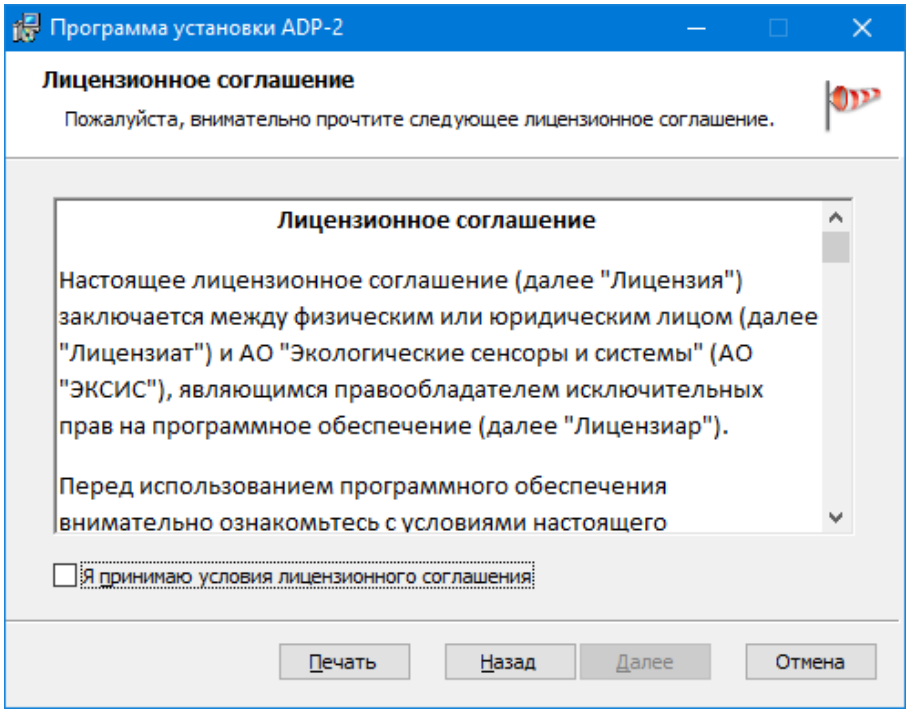

Рис. 2.3 – Лицензионное соглашение с пользователем ADP-2
2. Ознакомление и принятие лицензионного соглашения с пользователем программы (рис. 2.3). Для продолжения установки необходимо принять условия лицензионного соглашения, установив соответствующий флаг.